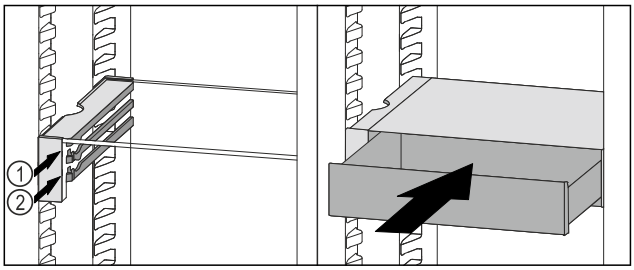

Fig. 174
▶ Placer le tiroir VarioSafe derrière les butées sur la nervure désirée *Fig. 174 (1)* ou *Fig. 174 (2)*.